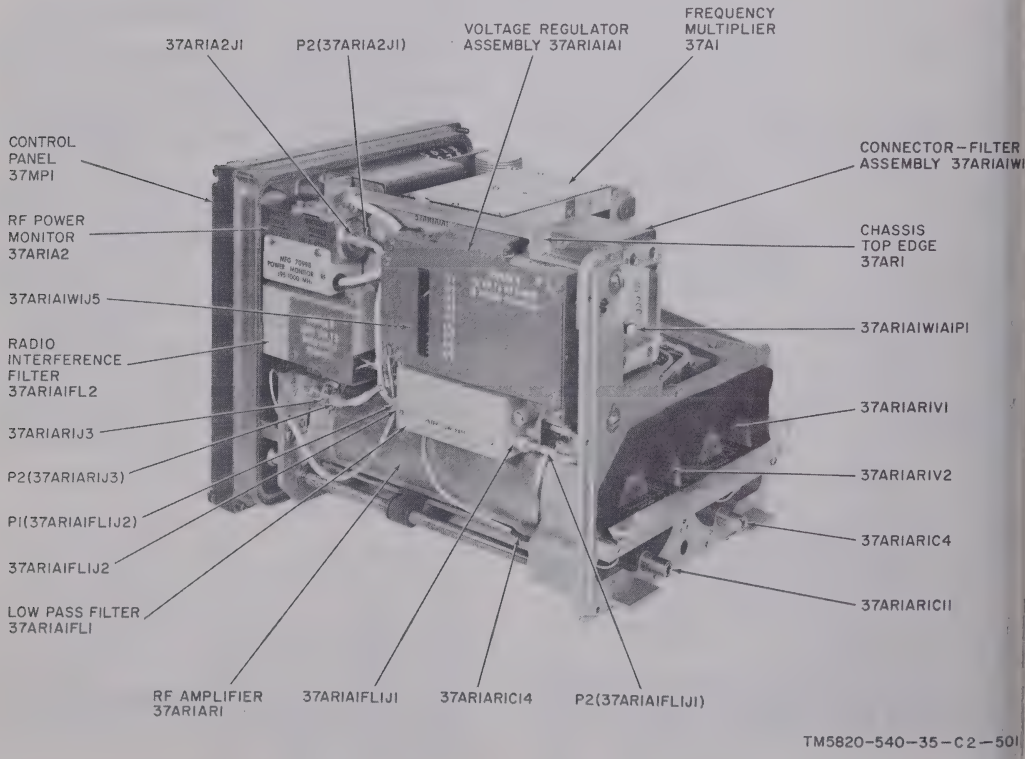

Figure 3-44. Band II transmitter RF head, side view.
(1) Disconnect plug P1 (37AR1A1FL1J2) from connector J2 on low pass filter 37AR1A1FL1 (fig. 3-44).